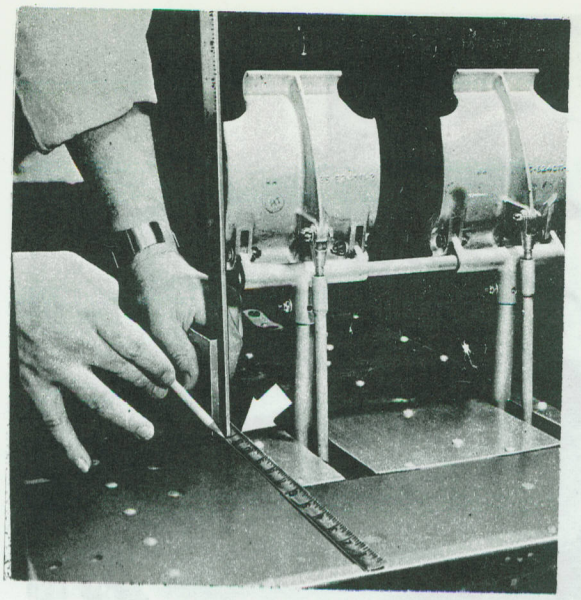

Figure 2-46 Rudder Pedal Neutral Setting
(5) Adjust rudder pedal balance cable (forward of co-pilot's pedals) and brake balance cable (aft of co-pilot's pedals) to align the co-pilot's pedals in neutral position at 12-1/4 inches aft of Bulkhead 3 (Figure 2-46). Set the pilot's pedals in neutral position at 11-1/2 inches aft of Bulkhead 3. The maximum tolerance between the rudder pedals of each set in the neutral position is 1/4 inch, measured from the hinge centre line.
(6) Tighten the turnbuckles on the co-pilot's rudder cables in the belly, until the reduction pulleys at Bulkhead 6 maintain the 5/32-inch dimension with the "C" clamps or adjusting tool Part 37388-1 removed. Maintain neutral position of the co-pilot's pedals.